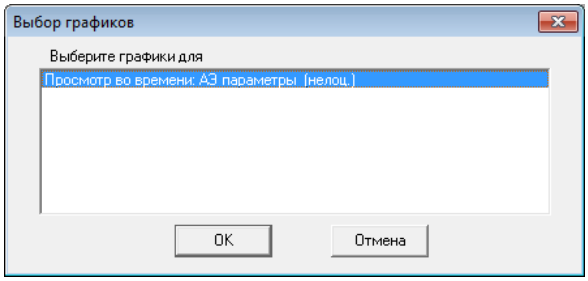

Рис. 112 Выбор графиков.
- В диалоговом окне **Выбор графиков** выбрать графики из предлагаемого списка (рис. 112).